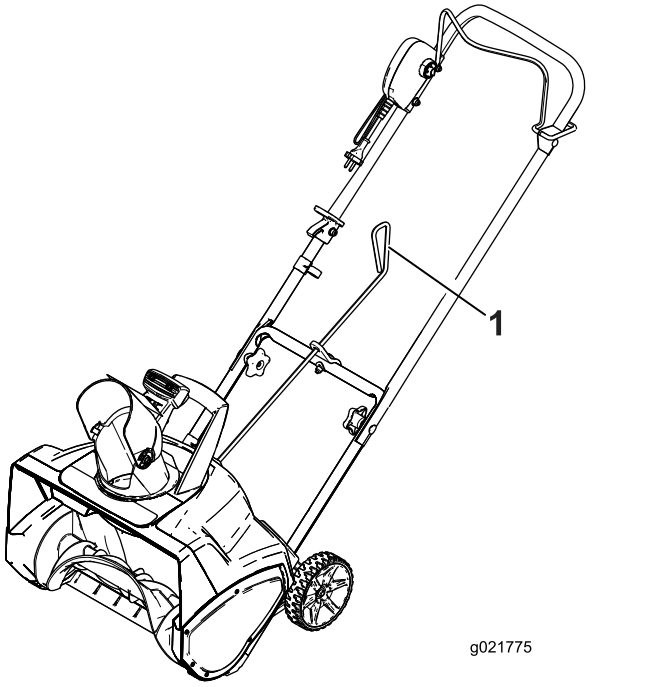
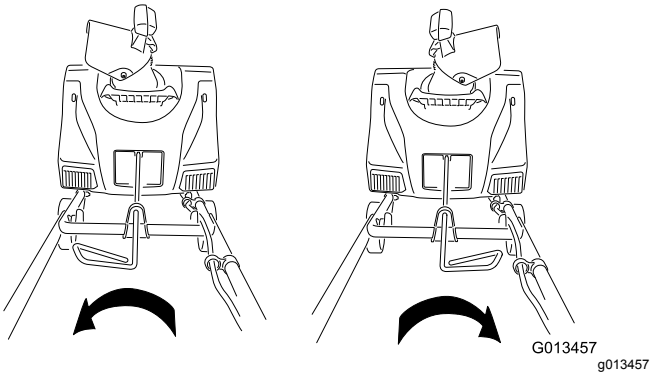

Рисунок 6
Рисунок 7
4. Убедитесь, что рукоятка штока управления желобом направлена вверх (Рисунок 6), и вставьте шток в профилированное отверстие в задней части корпуса.
6. Переместите рукоятку штока управления желобом, чтобы убедиться в том, что он движется в том же направлении, что и желоб (Рисунок 7).
Чтобы отрегулировать желоб для выброса снега, переведите рукоятку на штоке управления желобом в том направлении, куда вы хотите направить струю снега (Рисунок 6 и Рисунок 7).